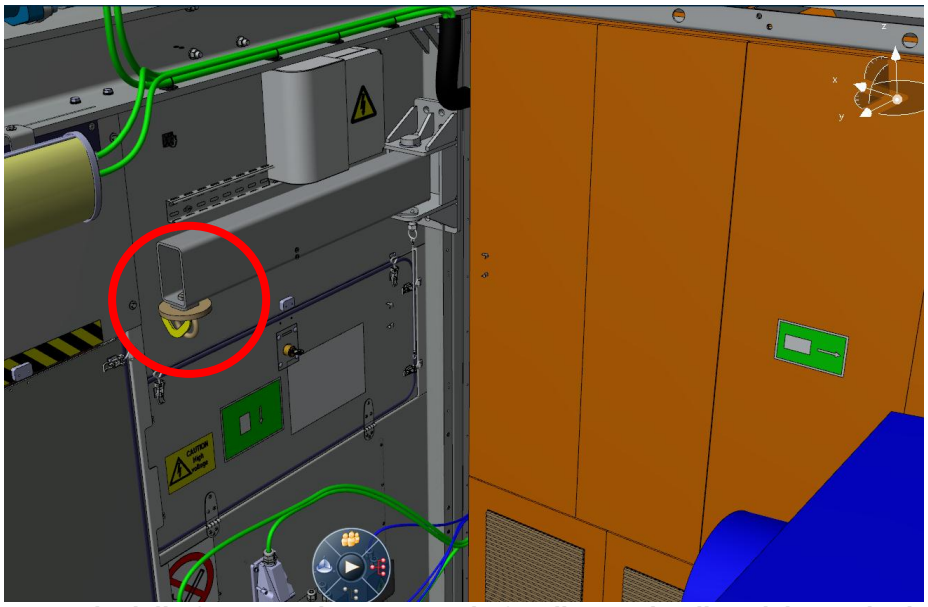

Abbildung 9: Beispielhafter Verankerungspunkt für die Notabseilvorrichtung in der Gondel
b. Befestigen Sie die Notabseilvorrichtung am Verankerungspunkt (Abbildung 9).